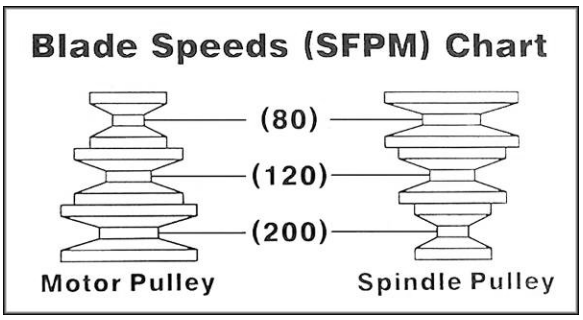

*Figure 16*
3. Loosen the knob (see A, Figure 3) and lift up on the motor. Move the belt to the desired pulley grooves. A chart is affixed to the inside of the belt guard showing the positions for the three speeds, 80, 120 and 200 surface feet per minute (SFPM). This chart is also shown in Figure 16.